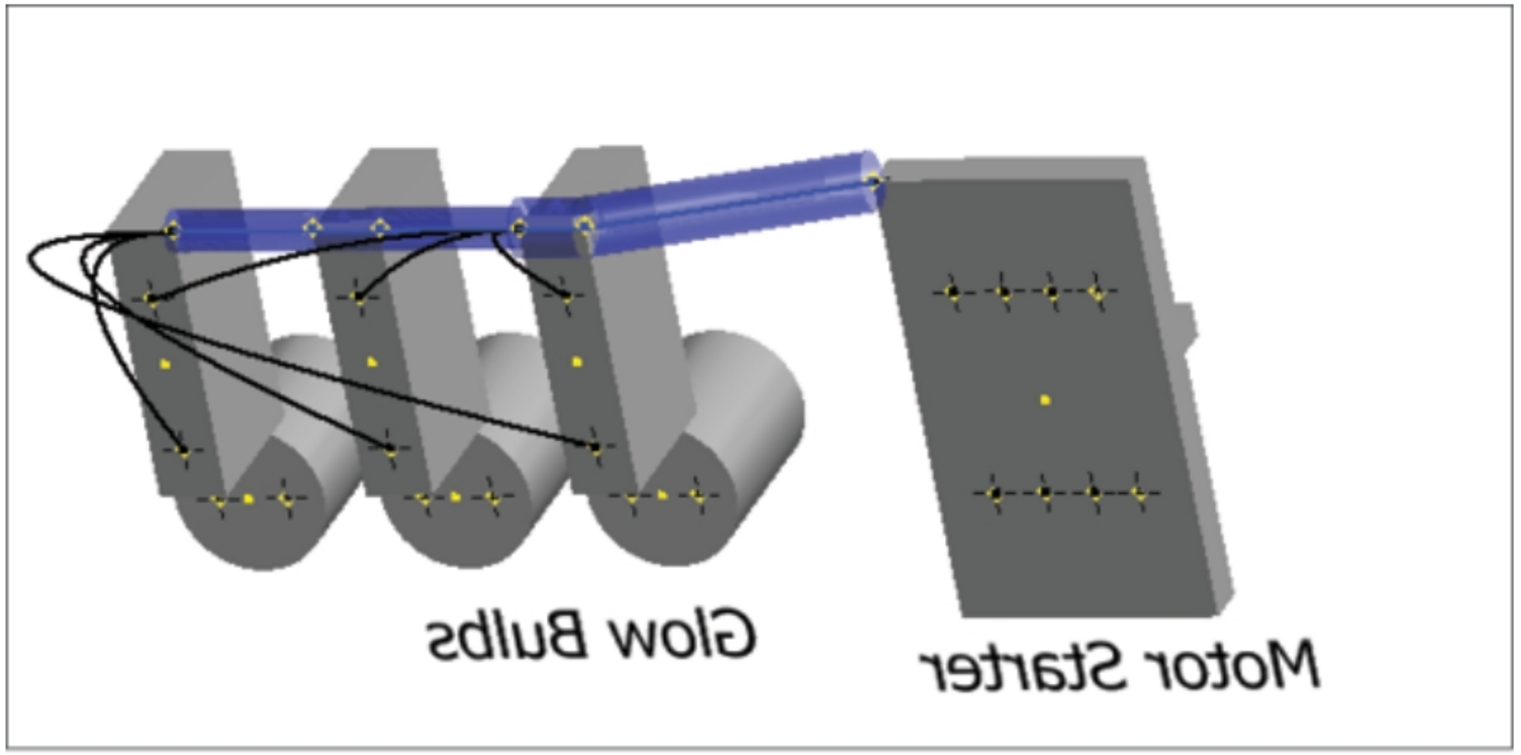

Figure-71. Unrouted wires
- Click on the **OK** button from the dialog box to unroute the wires; refer to Figure-71.